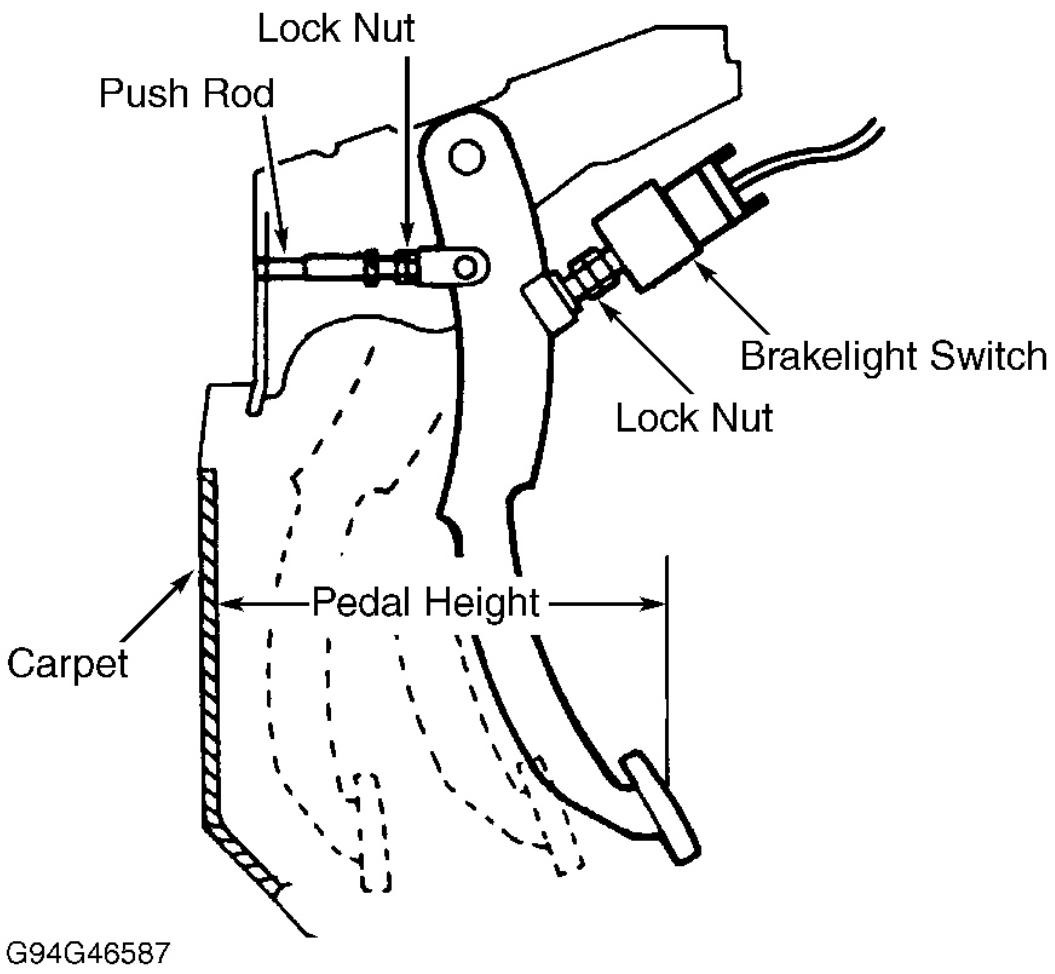

Fig. 3: Medición del pedal de freno Juego Gratis
1. Con el motor apagado, presione el pedal varias veces para eliminar el vacío. Pise el pedal del freno con la mano y comprobar el juego libre del pedal. El juego libre debe ser 0,16 hasta 0,28" (4-7 mm). Véase **Fig. 3** . Si se especifica como el juego libre, no es necesario ajustar.
1. Medida de altura del pedal de freno desde el centro de pedal alfombra pad-a-superior. altura del pedal de freno debe ser 6.69-6,93" (170-176 mm). Ver **Fig. 3** . Si se especifica como la altura del pedal, no es necesario ajustar.